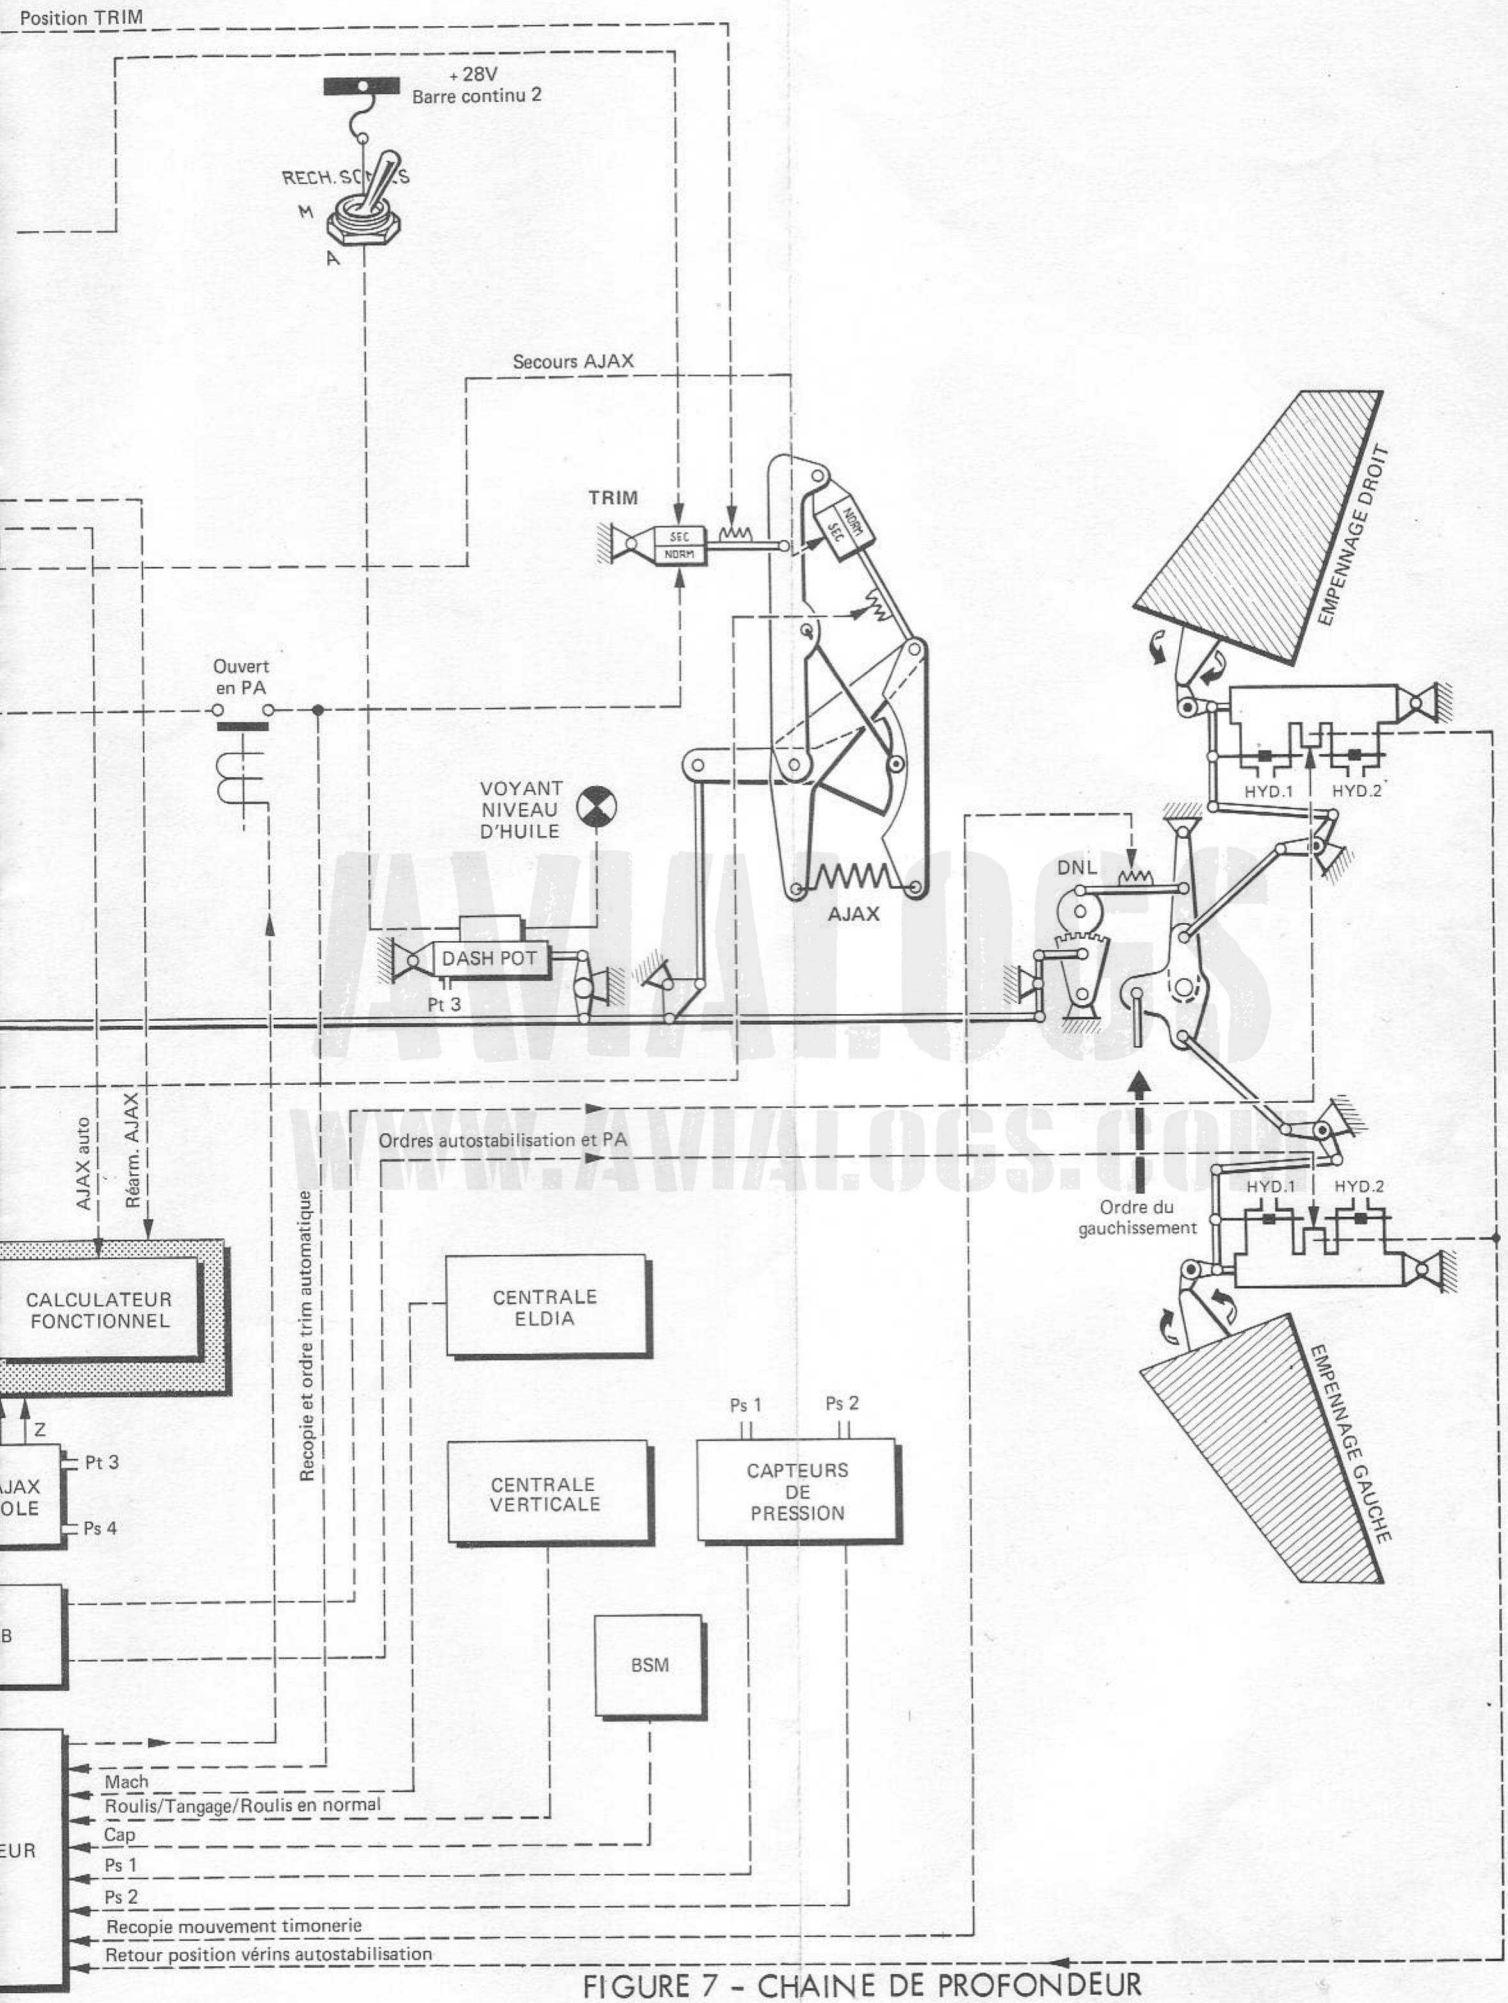

FIGURE 7 - CHAINE DE PROFONDEUR
6.2.4 - Profondeur (Fig. 7)
6.2.4.1.2 - Bloc électronique (Fig. 7)